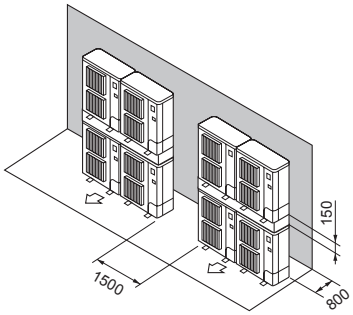

Fig. 3-17
⑦ Расположение приборов вертикальными рядами (Fig. 3-17)